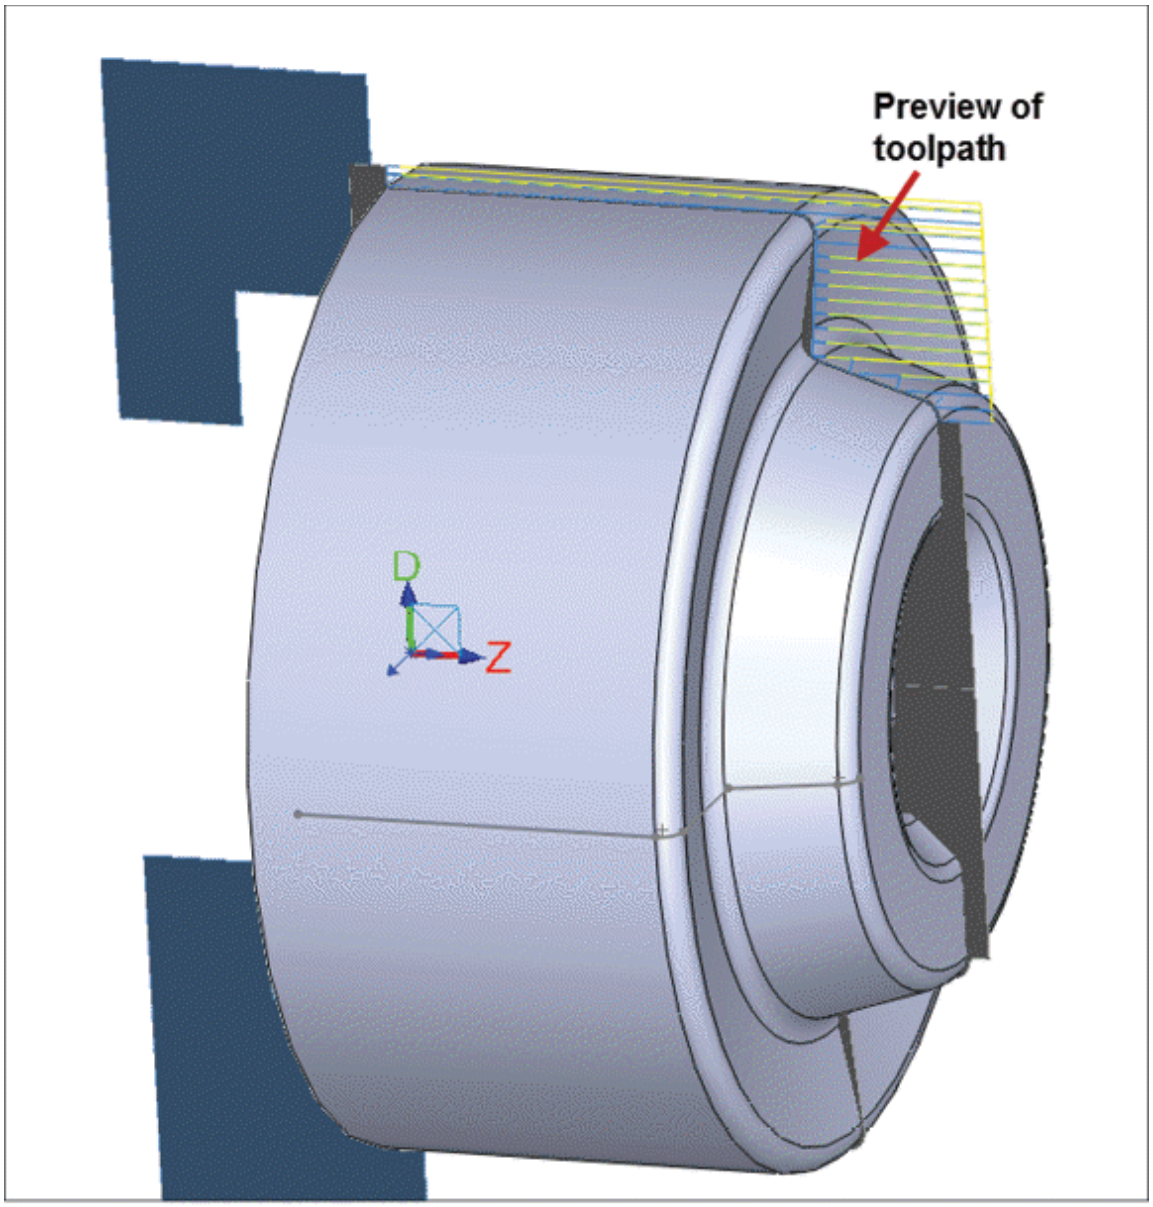

Figure-50. Preview of rough toolpath
- Click on the **OK** button from the dialog box to apply the specified parameters. Preview of the toolpath will be displayed; refer to Figure-50. If the specified parameters are incorrect, then the **Click OK or Cancel to continue PropertyManager** will be displayed if tool is colliding with jaws or stock directly. Apply the changes accordingly to rectify error.